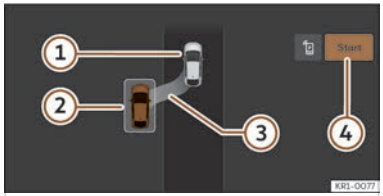
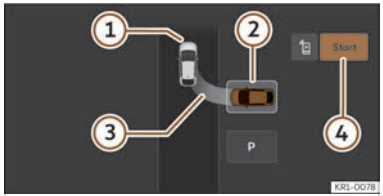

Fig. 161 Sur l'écran du système d'infodivertissement : position de stationnement en créneau.
Fig. 162 Sur l'écran du système d'infodivertissement : position de stationnement en bataille.
>>> fig. 161, >>> fig. 162
① Son propre véhicule
② Place de stationnement détectée
③ Indication de la manœuvre proposée pour stationner
④ Lancer la manœuvre de stationnement
- Regardez sur l'affichage de l'écran du système d'infodivertissement si la place « appropriée » a été détectée et si la position correcte pour stationner >>> fig. 161, >>> fig. 162 a été atteinte. Arrêtez le véhicule, suivez les instructions affichées sur l'infodivertissement.
- Arrêtez le véhicule, appuyez sur la pédale de frein et, après une brève pause, appuyez sur la touche **Démarrer** ④ du système d'infodivertissement.